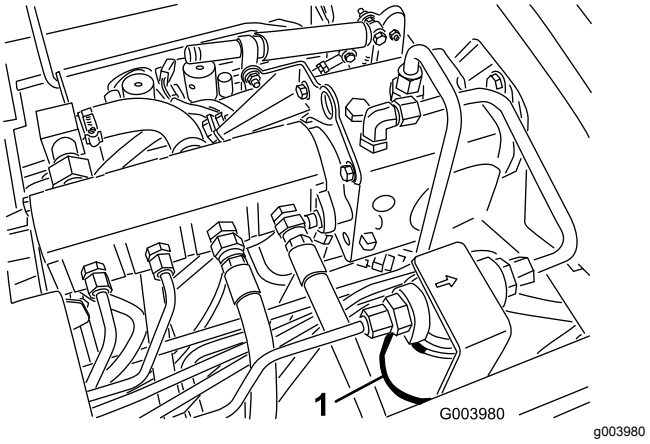
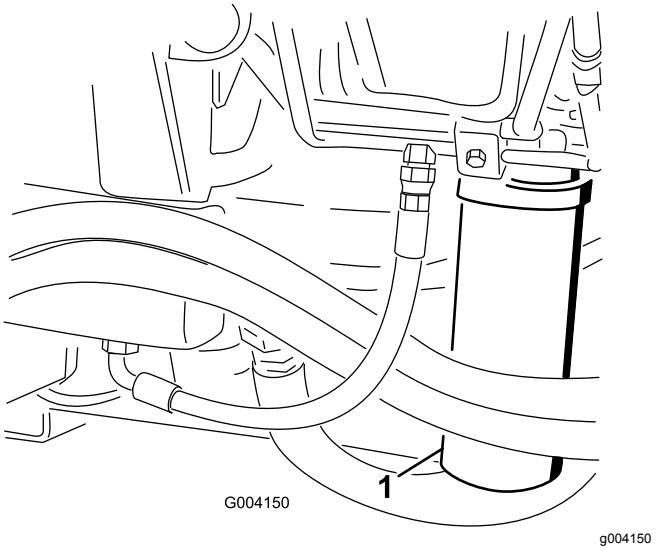

**Figur 71**
**Figur 72**
2. Rengör området där filtret ska monteras och sätt ett avtappningskärl under filtret i (Figur 71) och (Figur 72).